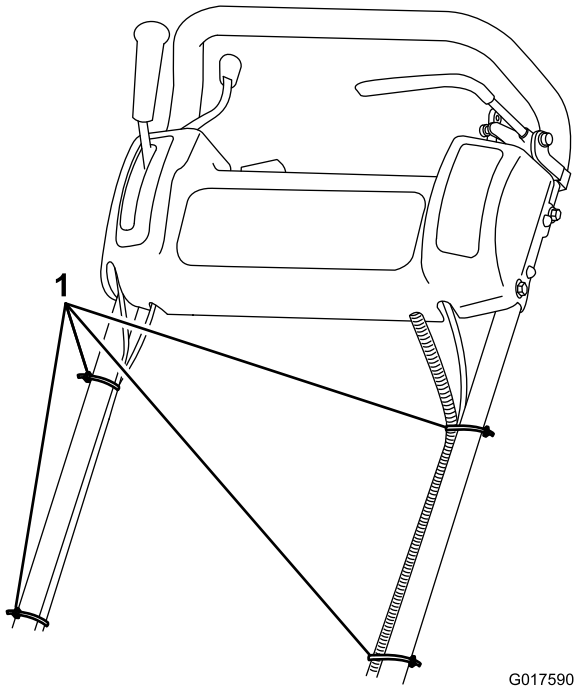

Figura 5
8. Prenda os cabos e cablagem ao manípulo com as cintas de cabo (Figura 5).